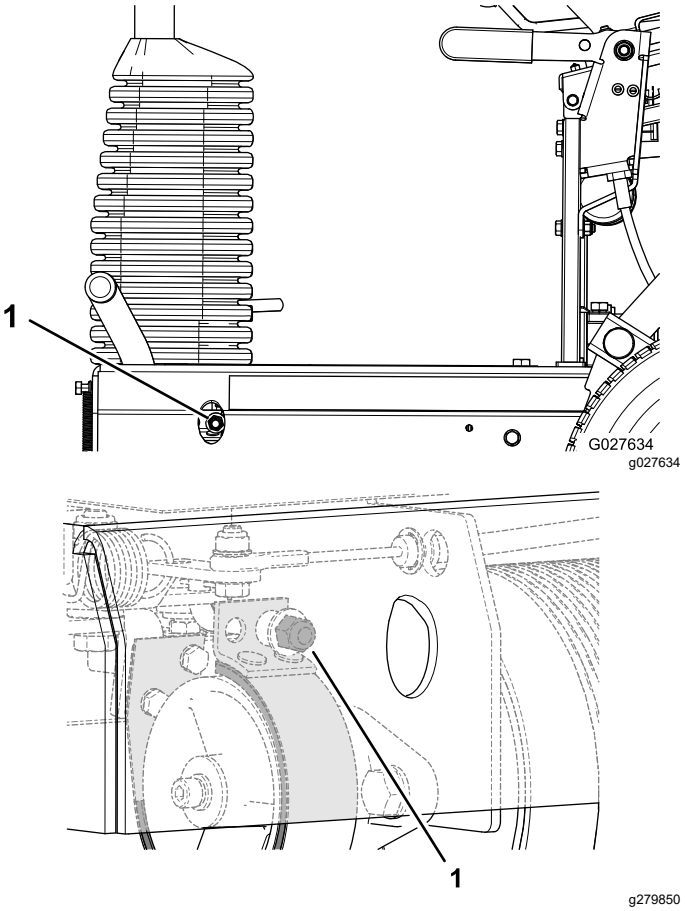

**Figur 34**
- Öka bromskraften genom att vrida bromsens låsmutter medurs (Figur 34).
- Minska bromskraften genom att vrida bromsens låsmutter moturs (Figur 34).